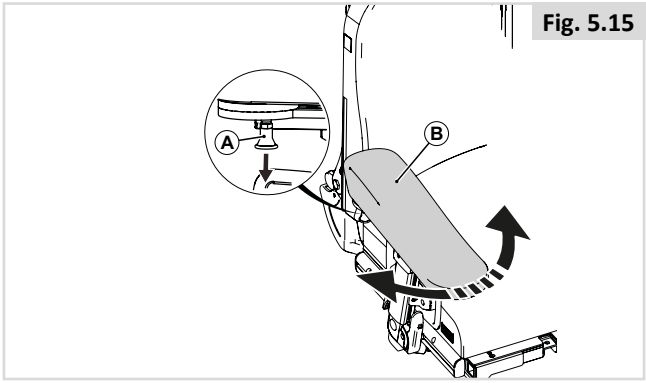

Fig. 5.15
5.9 Hemiplegia armrest (Fig. 5.15)